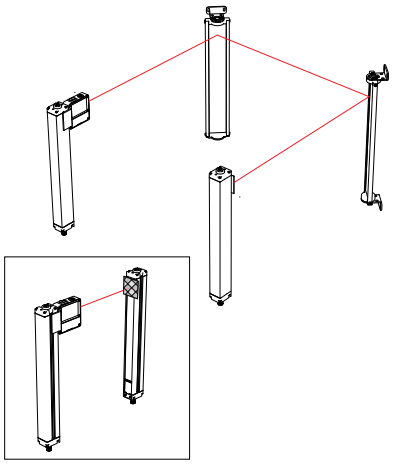

*Figura 12. Allineamento ottico utilizzando il LAT-1-SS*
**Nota:** Il dispositivo di allineamento laser LAT-1-SS risulta molto pratico grazie al punto rosso visibile lungo tutto l'asse ottico. Per maggiori informazioni, vedere Figura 12 (pagina 36) e la Nota applicativa di sicurezza Banner SA104 (codice 57477)